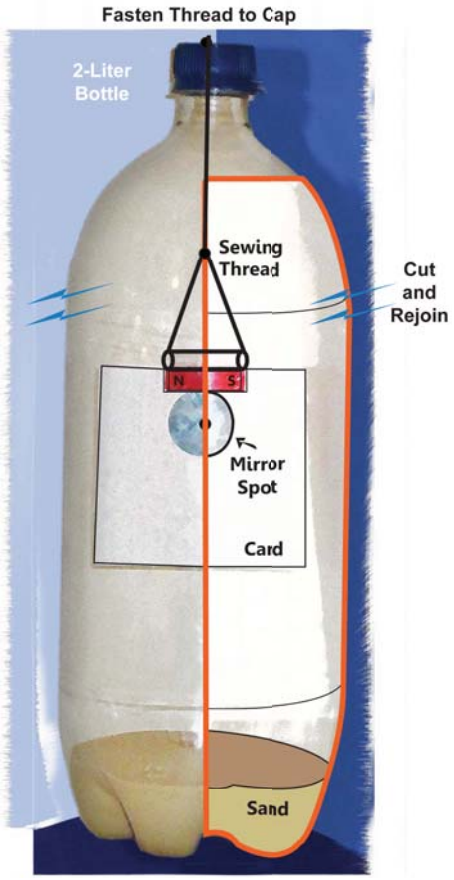

Figure 1
5. Create a 'sensor card' by cutting the index card so that it swings freely inside the bottle (See Figure 1).
*see the tips and tricks in Figures 1, 2 and 3*